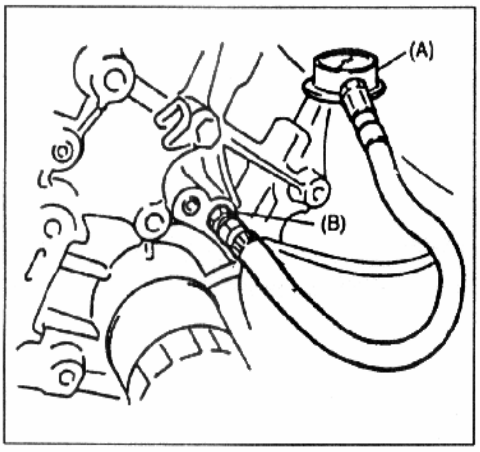

Рис. 9
2) Установите в отверстие для датчика измерительный инструмент (манометр) (Рис. 9).